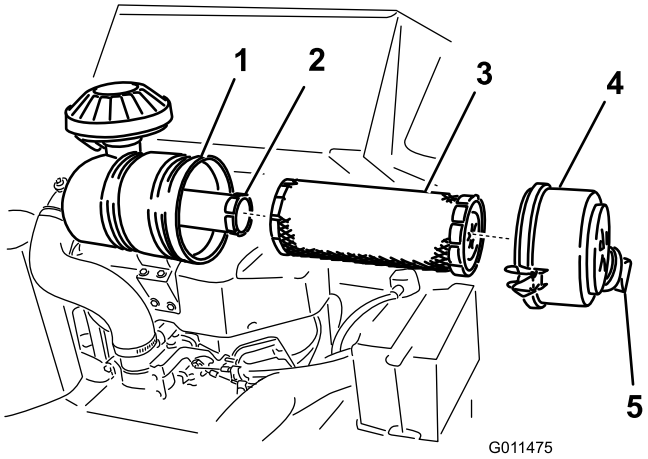

**Rysunek 33**
3. Zwolnij zatrzaski znajdujące się na filtrze powietrza i zdejmij pokrywę filtra powietrza z obudowy (Rysunek 33).
1. Delikatnie wysuń główny filtr powietrza z obudowy (Rysunek 33). Nie wytrzepuj filtra o ścianki obudowy.
4. Gdy wymieniasz filtr zabezpieczający, ostrożnie wsuwaj nowy filtr do obudowy (Rysunek 33).
5. Ostrożnie wsuń filtr główny na filtr zabezpieczający (Rysunek 33). Upewnij się, że został mocno osadzony, naciskając zewnętrzną krawędź filtra podczas montażu.
6. Zamontuj osłonę filtra powietrza wraz z osłoną przeciwpyłową, skierowaną jak pokazano na Rysunek 33 i zamocuj zatrzaski.